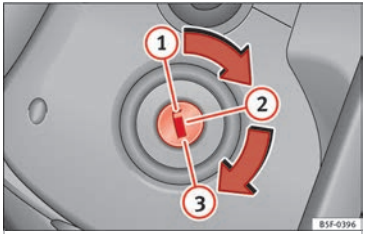

Bild 198 Bilnyckellägen
Bilnycklar »» bild 198
3.	**Endast i fordon med dieselmotor:** för förvärmning, vrid nyckeln i tändlåset till läget »» **bild 198** (2). En signallampa tänds på instrumentpanelen.